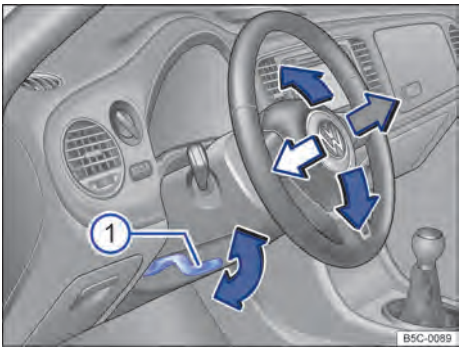

Fig. 47 Ajustar a posição do volante mecanicamente.
- Virar a alavanca ⇒ Fig. 47 (1) para baixo.